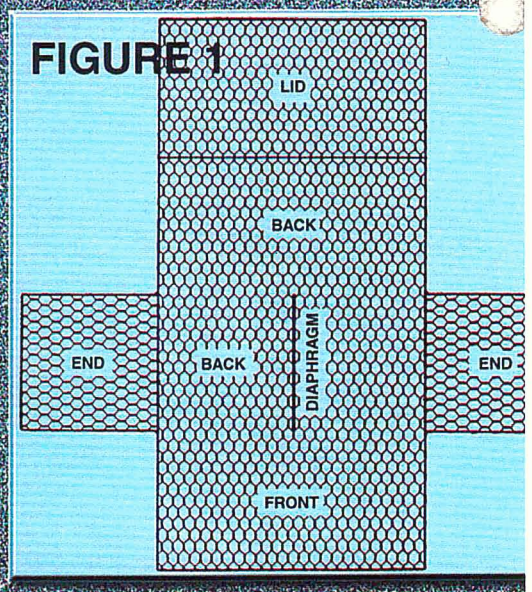

FIGURE 1
1. Open the bundle and unfold each unit. (See Figure 1)